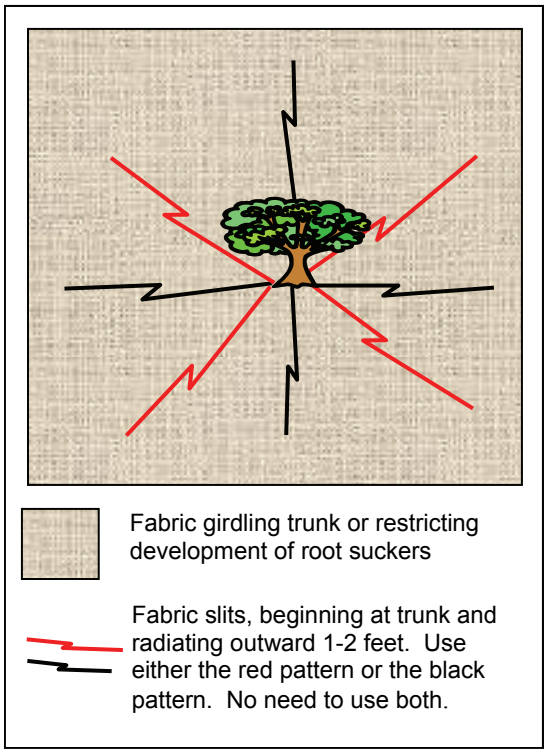

Figure 12: Enlarging fabric openings to prevent girdling or encourage root sprouts
Consider not using fabric on suckering shrubs where a dense thicket is desired or enlarge fabric openings, as illustrated in Figure 12, once plants are established (in or about the third year after planting).
- Ensure openings in fabric are not damaging trunks. Enlarge as needed (see Figure 12).
space (see figure 12). This method is also effective in encouraging profuse suckering from suckering shrubs.